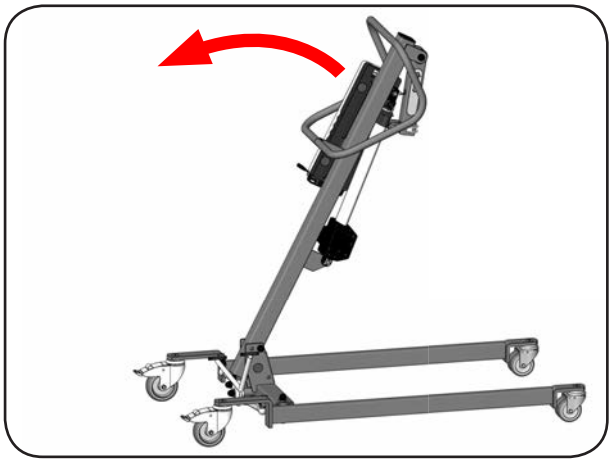

Abbildung 10
3. Richten Sie jetzt den Standmast auf (Abbildung 10).